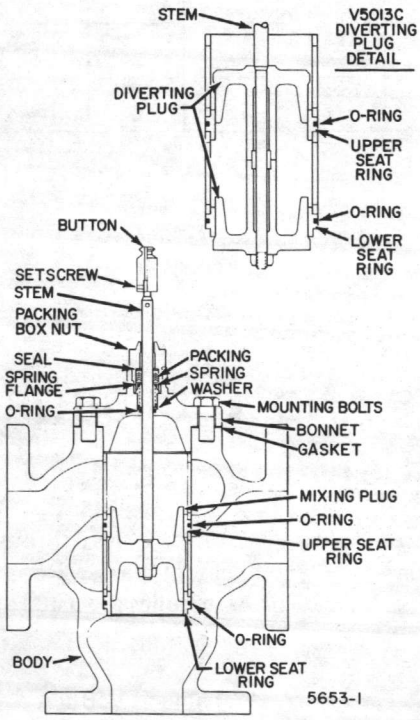

Fig. 12. Cutaway of V5013 B-E Flanged Body Valve.
e. V5013A Flanged Body Valves. Valve must be removed from line. Unscrew the Bonnet (Fig. 12). Remove the Lower Seat Outlet with Lower Seat Ring after removing Cap Screws. Stem and Plug can now be removed.
f. V5013B-E Flanged Body Valves. Detach the Bonnet by removing mounting screws. Unscrew the Upper Seat Ring so the Stem and Plug can be lifted out. The Lower Seat Ring can then be removed through the bonnet opening (Fig. 12).